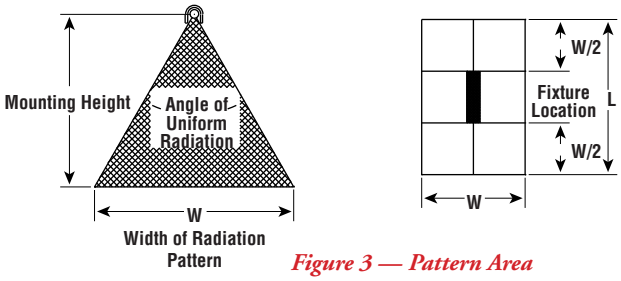

Figure 3 — Pattern Area
7. **Estimate** (tentatively) the radiated pattern area. Add length of fixture to the fixture pattern width (W) to establish pattern length (L). Pattern Area = L x W (Fig. 3).